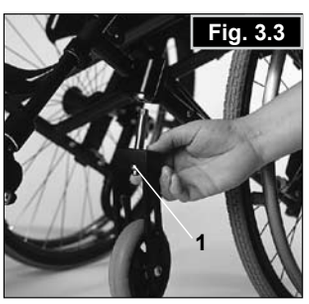

Fig. 3.3
Le ruote orientabili possono anche essere dotate di assi a rilascio rapido (1) che potranno essere montati o smontati senza dover utilizzare strumenti particolari (Fig.3.3).